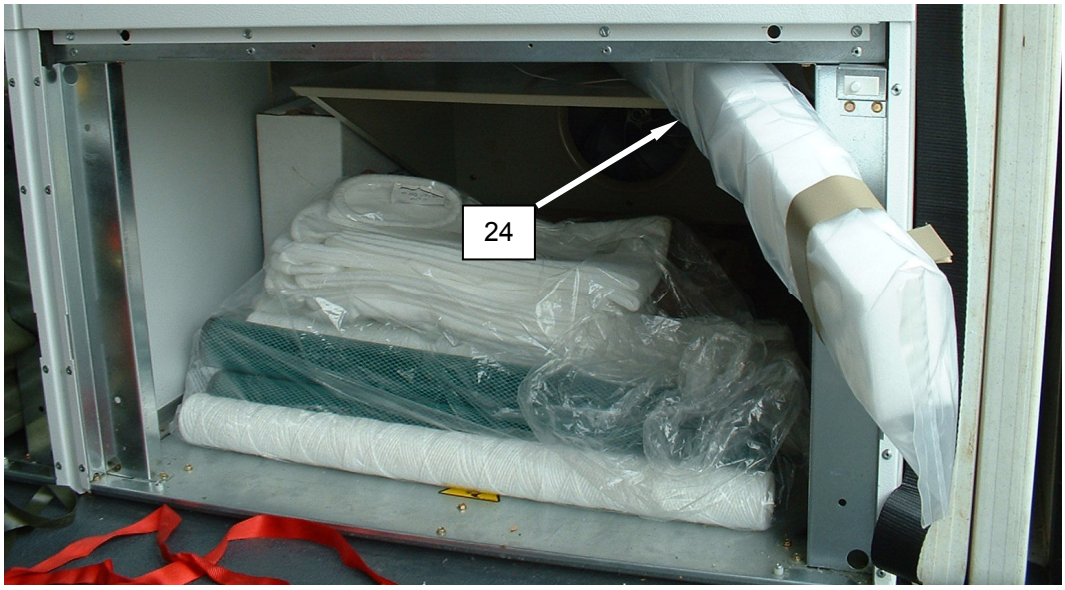

Figure 19. Placing the Water Tank Floats for Full Packout.
30. Place the water tank floats **(Figure 19, Item 24)** on top of the lint screen support.